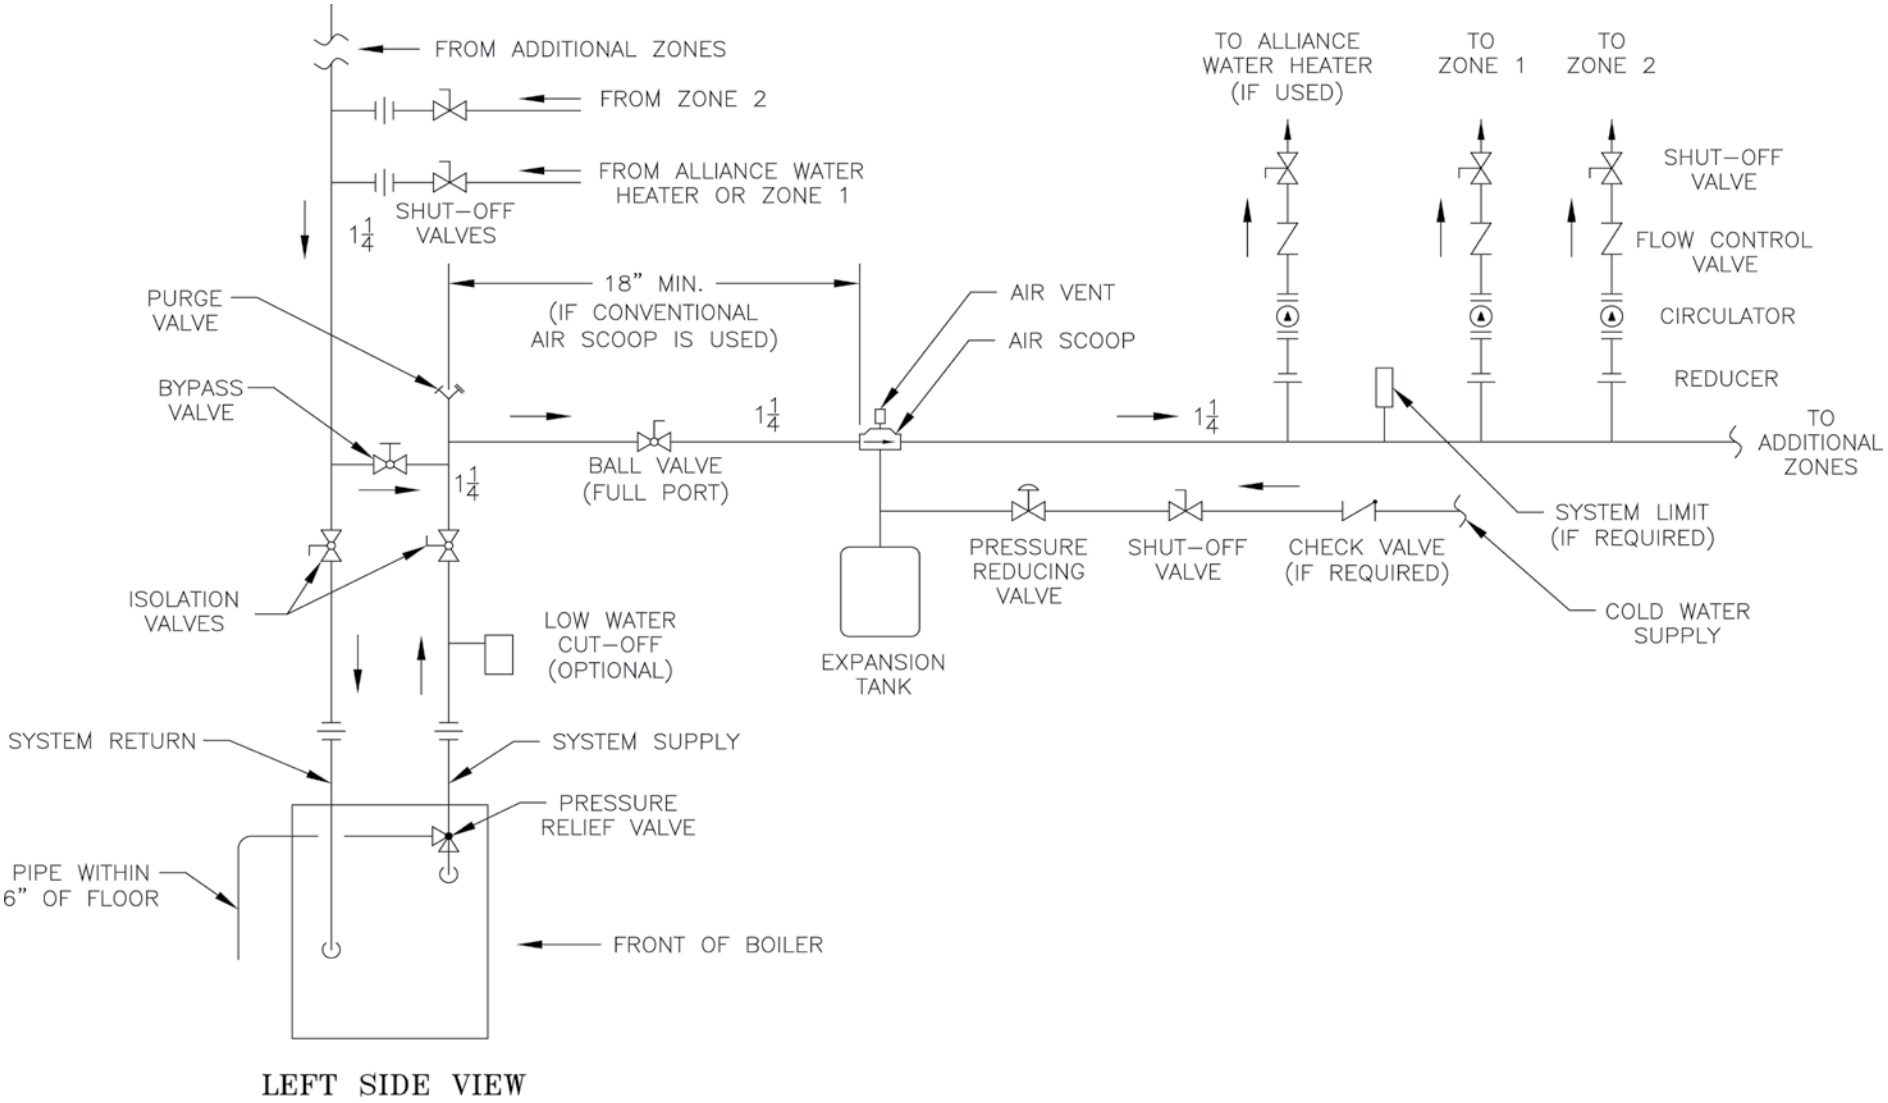

Figure 14: Recommended Boiler Piping For Circulator Zoned Heating Systems
D. Connect system supply and return piping to boiler. See Figures 14 and 15. Maintain minimum ½ inch (13 mm) clearance from hot water piping to combustible materials.
Install pipe tee between circulator and boiler return along with second tee in supply piping as shown in Figure 14 or 15. Bypass should be same size as the supply and return lines with valves located in bypass and supply outlet as illustrated in Figure 14 or 15 in order to regulate water flow to maintain higher boiler water temperatures.